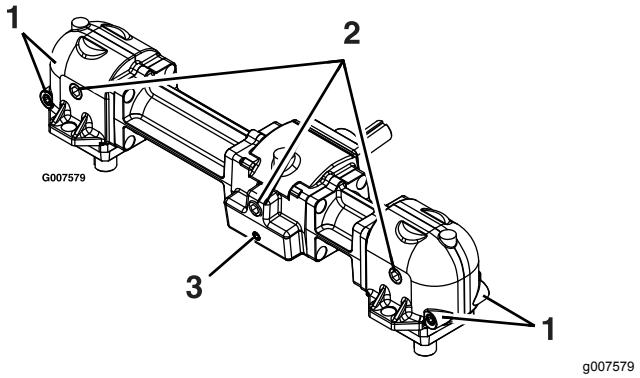

Figure 33
5. Enlevez le grand bouchon de vidange d'huile à l'avant de chacune des trois éléments du boîtier d'engrenages, et vidangez l'huile (Figure 33).